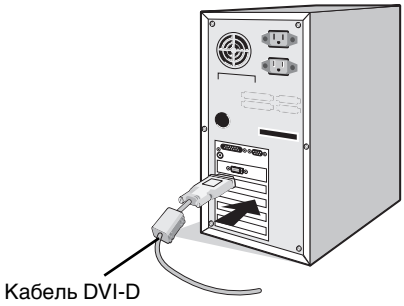

**Рисунок A.1**
2. **Для ПК с цифровым выходом DVI:** Подсоедините кабель DVI-D к разъему платы видеоадаптера в компьютере (**Рисунок A.1**). Затяните все винты.